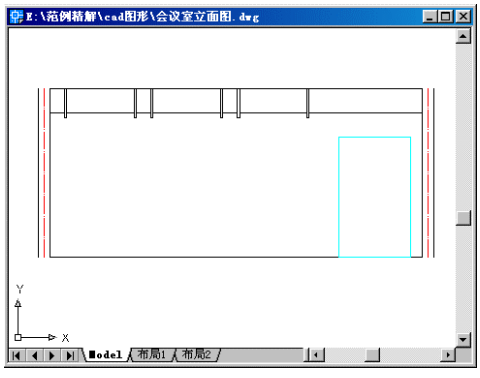

图 5-13　绘制的矩形
6. 在“Specify other corner point or [Dimensions]（指定另一个角点）:”的提示下，输入“@-1500,2500”确定门的另一点。如图 5-13 所示。